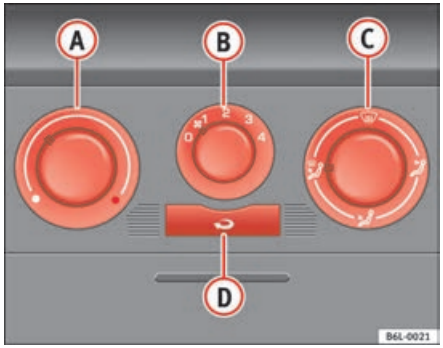

Fig. 91 On the dash panel: Heater controls
– Using the controls ⇒ fig. 91 (A) and (C) and with the switch (B) you can set the temperature, air distribution and the blower speed.
– Press the button (D) to switch air recirculation mode on or off. A button is illuminated by a yellow lamp for as long as the function is switched on.